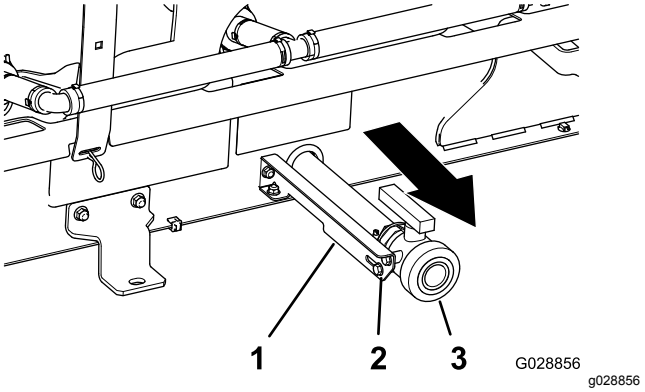

Figur 11
A. På venstre side av tanken løsner du de to flenshodeboltene som fester tappeventilen til ventilstøttebraketten (Figur 11).
B. Flytt tappeventilen helt utover i sporene på braketten (Figur 11).
C. Stram de to flenshodeboltene (Figur 11).